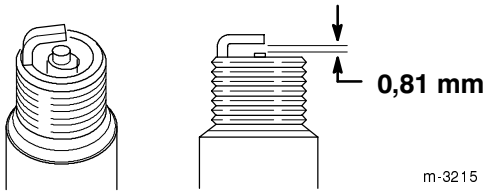

**Figur 25**
5. Justera gapet (figur 25) mellan elektroderna till 0,81 mm.